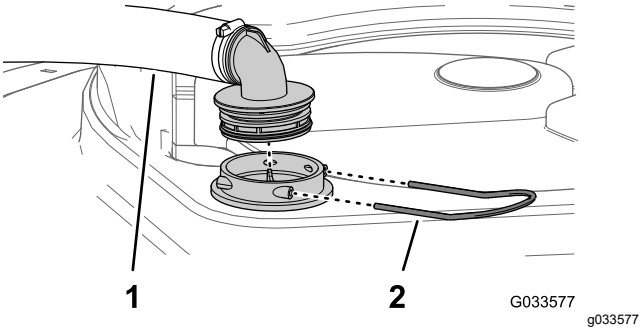

Figura 29
2. Na parte superior do tanque do pulverizador, remova o retentor que prende o encaixe da mangueira conectado à mangueira grande do compartimento do filtro (Figura 29).
3. Remova a mangueira e o encaixe da mangueira do compartimento do filtro (Figura 29).